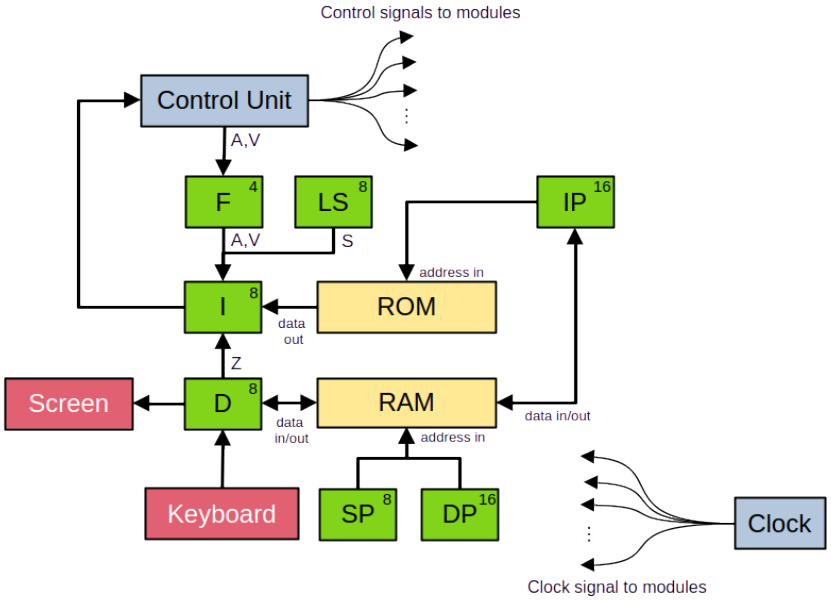

Figure 5: Connections between modules in the BF processor.
The processor consists of three basic building blocks: registers, memory and a control unit. The ALU is missing from this list because the only operations that it needs to perform are addition and subtraction of the value 1, which can be done directly at the register-level when using up/down binary counters like the 74LS193 integrated circuit. The program (a sequence of BF instructions) is stored into Read Only Memory (ROM), whereas the data is stored in Random Access Memory (RAM). Instructions (4-bits) are loaded from ROM into the instruction register (I), together with some flags that encode the state of the machine. Depending on the state and current instruction, the Control Unit sets the appropriate control signals for each of the modules in order for the system to perform the next computation. Figure 5 shows how each of the modules is communicating with other modules. In the sections below, each of these connections will be clarified further. The actual implementation on the logic/hardware level is described in section **??**.